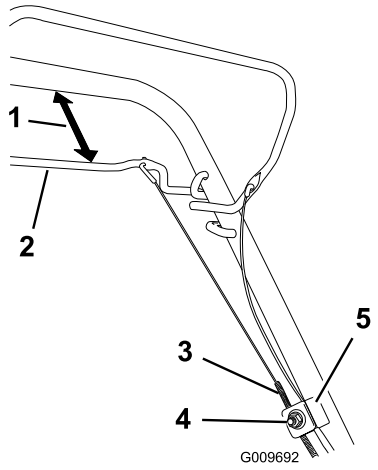

**Figuur 24**
1. Draai de moer van de kabelbeugel los (Figuur 24).
2. Houd de stang van de zelfaandrijving 25 tot 38 mm van de handgreep verwijderd (Figuur 24).
3. Trek de kabelmantel omlaag (naar de maaimachine toe) om alle speling uit de kabel te halen (Figuur 24).